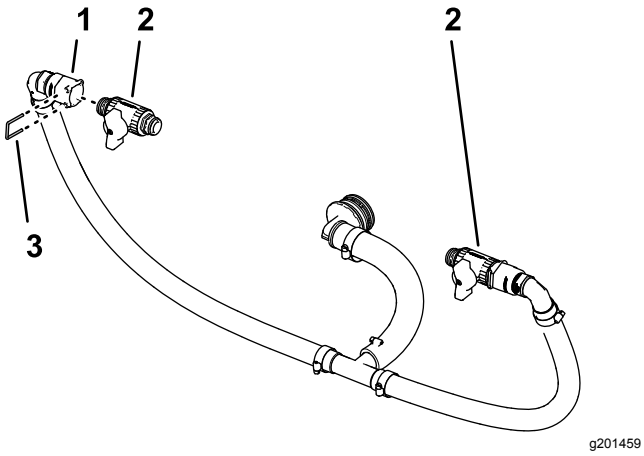

Rysunek 91
1. Zdejmij 2 zapinki z szybkozłączy (Rysunek 91) zamocowanych w czynności Montaż węży obejściowych (Strona 42).
2. Zamontuj zawór odcinający do gniazda szybkozłącza (Rysunek 91).